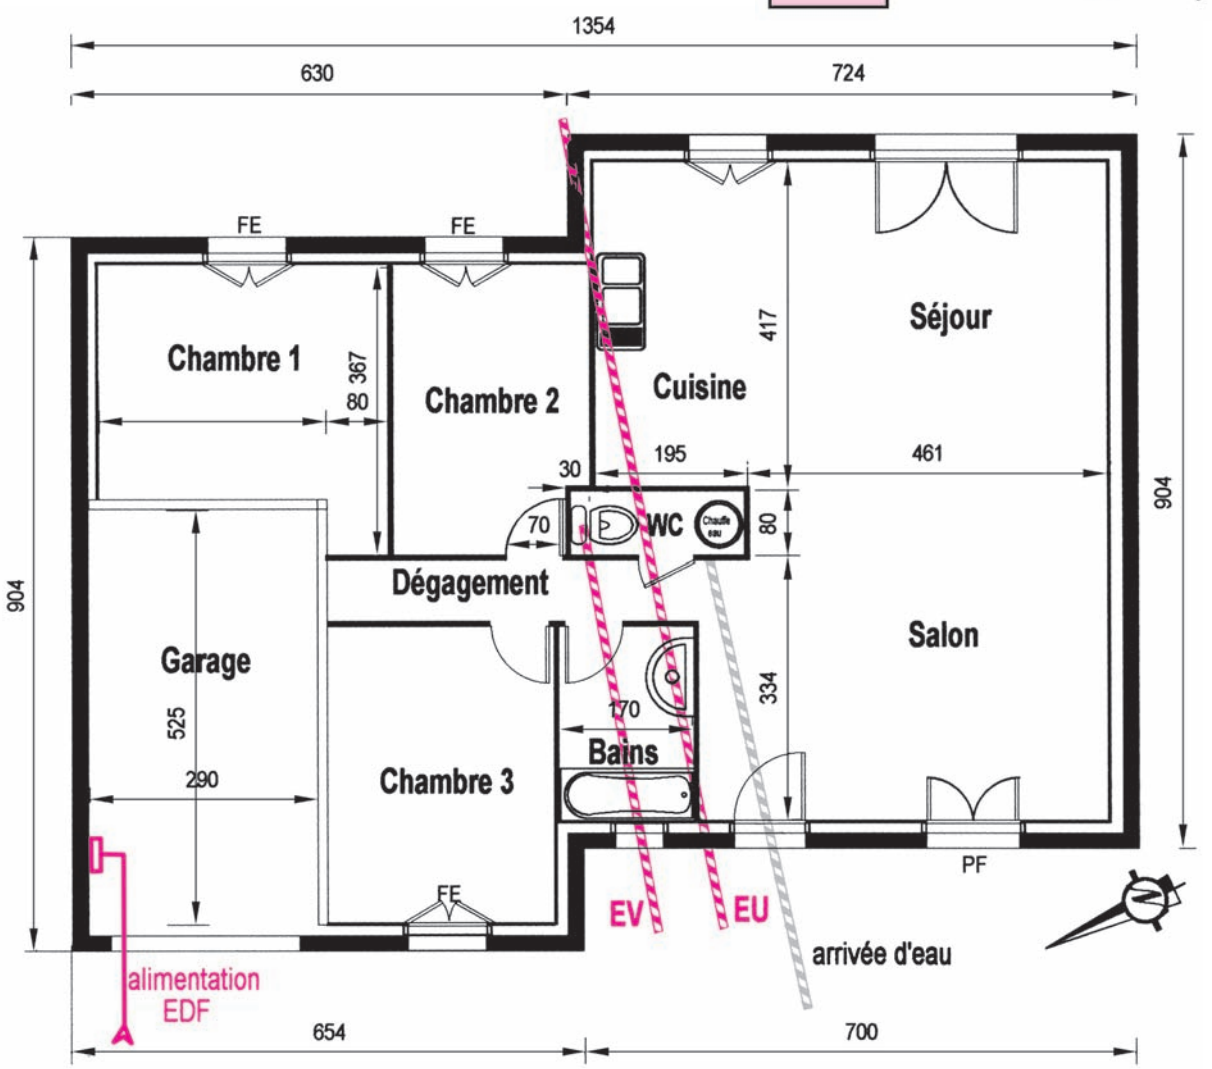

Fig. 21 : Schéma des trajets à prévoir dans le vide sanitaire pour les divers réseaux : EDF ; EU ; EV ; eau potable, etc.)
- **Un tracé le plus rectiligne possible** (fig. 21) est toujours préconisé, avec prévision de la maintenance facile du réseau par :